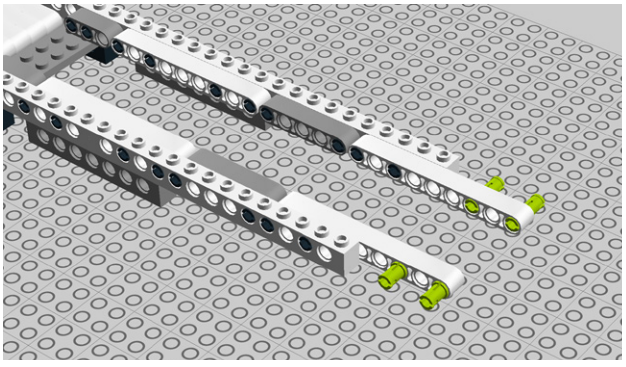

Figure 8-65. *Step 60: Inserting four more pegs*
60. Insert four more pegs (Figure 8-65).